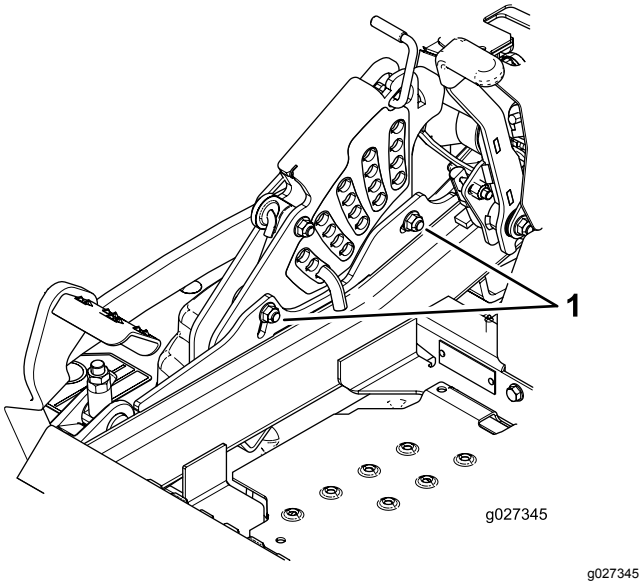

Figur 109
11. Hvis du vil justere ettrinnsjusteringsenheten, må du løsne de to boltene nederst på klippehøydeplaten (Figur 109).
13. Trekk til de to boltene nederst på klippehøydeplaten (Figur 109).